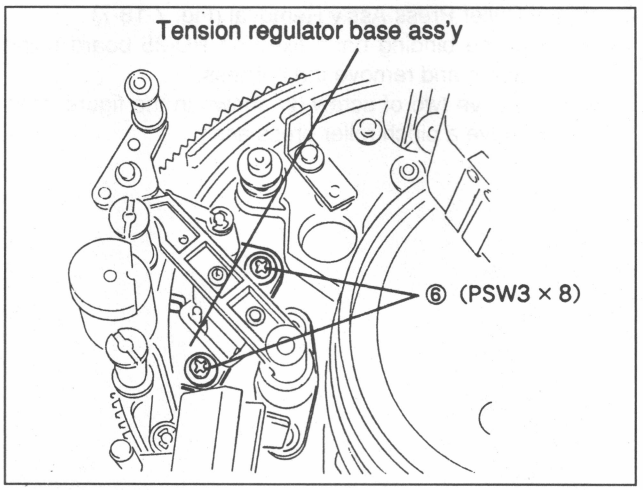

Fig.7-18-10 Tension Regulator Base Ass'y Loosening
8. Tension Regulator Base Ass'y Loosening (Fig. 7-18-10)
Tighten two screws ⑥ removed previously and install the tension regulator base ass'y. (Refer to Fig. 7-18-10.)